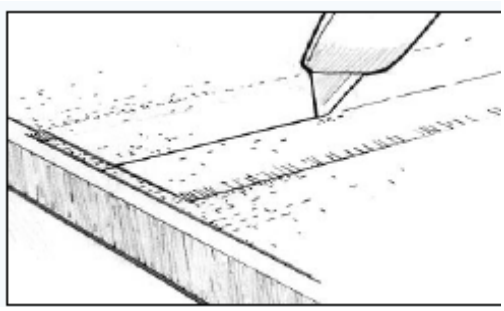

Рис. 26. Обрежьте нахлёстывающуюся ткань после того, как эпоксидная смола перейдет в состояние геля.
b) Прорежьте оба слоя ткани острым ножом *(Рисунок 26)*, следите за тем, чтобы прорез не был слишком глубоким.